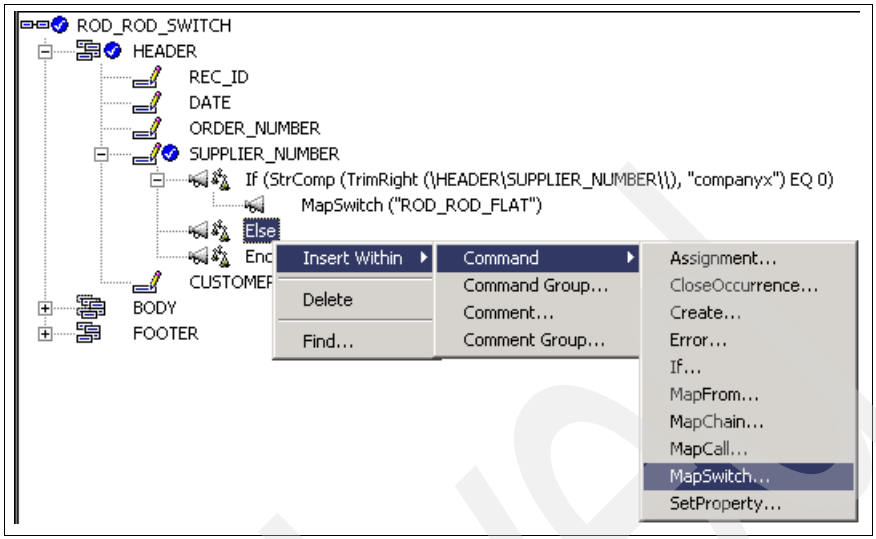

Figure 16-10 Insert MapSwitch
2. A new Else command is entered in the Mapping Command window. Right-click this Else mapping command and select **Insert Within** → **Command** → **MapSwitch. . .** (Figure 16-10 on page 548).